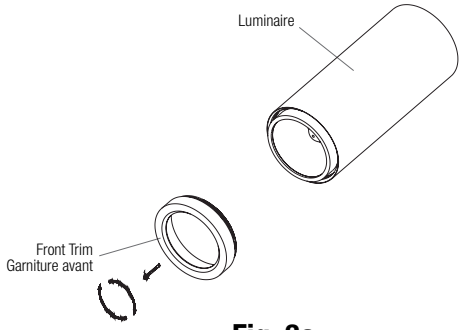
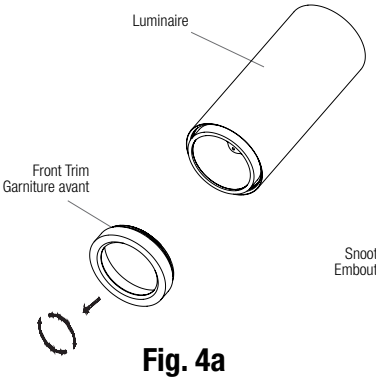

Fig. 3a
Fig. 4a
1. Unscrew the front trim (Fig. 3a, Fig. 4a).
1. Dévisser la garniture avant vers l'extérieur (Fig. 3a, Fig. 4a)